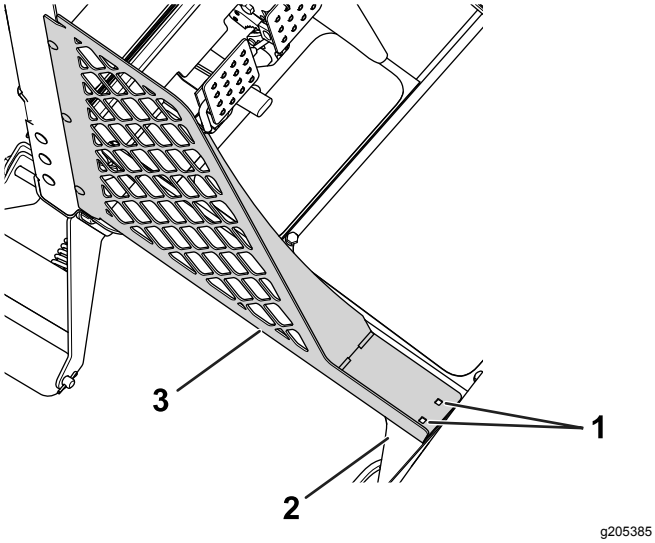

Figuur 1
A. Markeer de locaties waar de onderste panelen het voetplatform raken (Figuur 1).